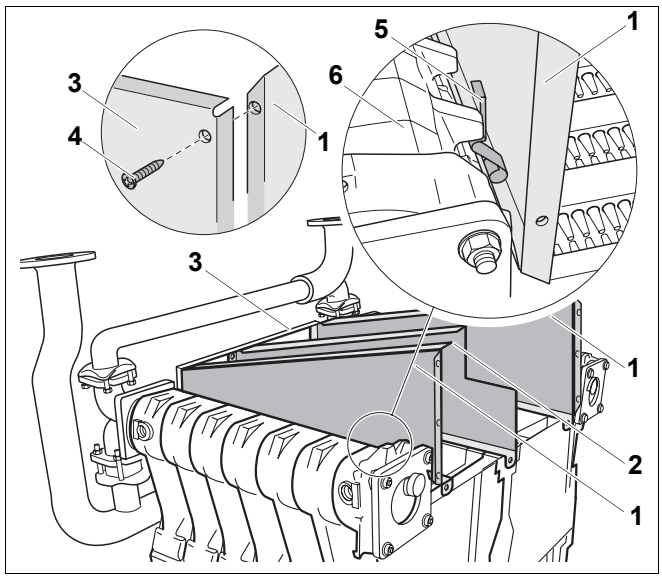

Rys. 37 Montaż ścianek bocznych
- Włożyć najpierw jedną, a potem drugą ściankę boczną (rys. 37, **poz. 1**) we wpust prowadzący i luźno przykręcić śrubami z łbem płaskim 3,9 x 9,5 (rys. 37, **poz. 4**) do ścianki przedniej (rys. 37, **poz. 3**).
- Nałożyć nakrętki klatkowe M6 (w zależności od wielkości kotła 5 lub 7 sztuk) na odpowiednie wycięcia w ściankach bocznych (rys. 37, **poz. 1**) i ściance środkowej (rys. 37, **poz. 2**).
- Cztery sprężyny (rys. 37, **poz. 5,** dwie z lewej, dwie z prawej) wsunąć między ścianki boczne (rys. 37, **poz. 1**) a blok kotła (rys. 37, **poz. 6**).
Jeżeli sprężyny nie zostaną zamontowane prawidłowo, spaliny z kolektora spalin mogą wydzielać się do kotłowni (porównaj rys. 37, **poz. 5**, strona 33).